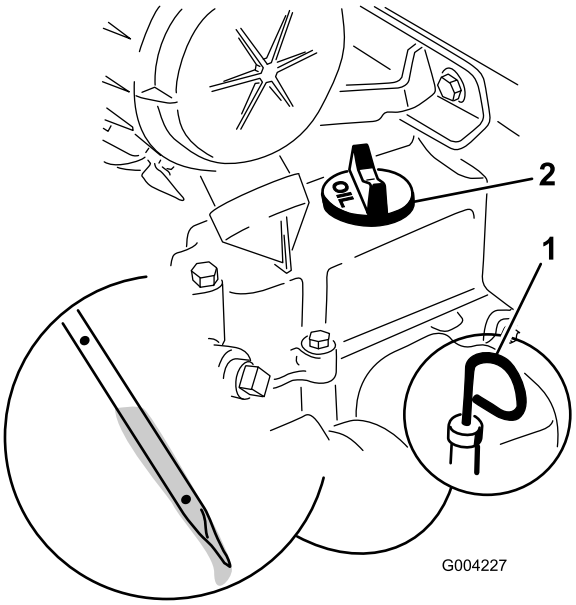

**Figur 16**
4. Gör rent runt oljestickan (Figur 16).
5. Drag ut oljestickan och torka av metalländen (Figur 16).
6. Stick ned oljestickan helt i oljestickans rör (Figur 16).
8. Om oljenivån är låg, rengör runt oljepåfyllningslocket och ta loss påfyllningslocket (Figur 16).